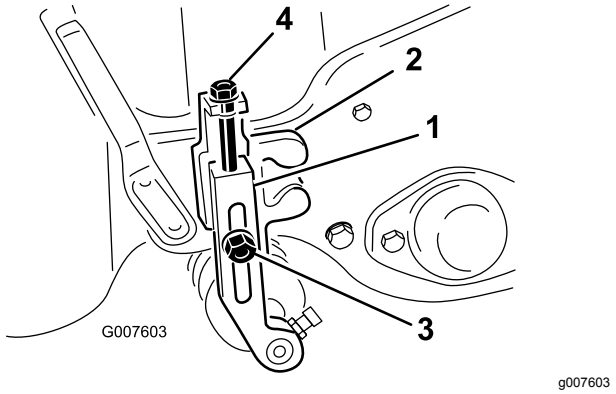

Figuur 54
2. Draai de borgmoeren los waarmee de maaihoogtearmen zijn bevestigd aan de maaihoogtebeugels (Figuur 54)